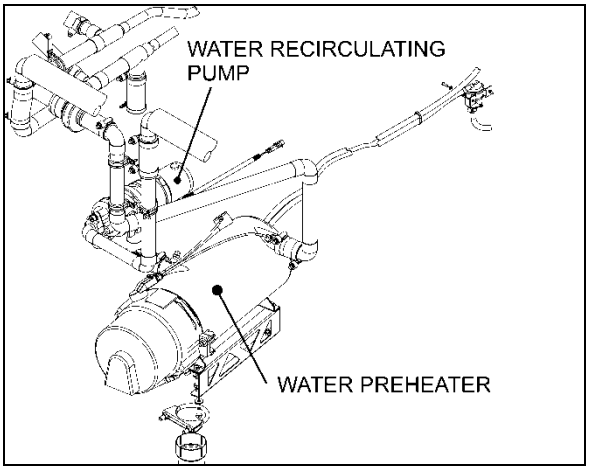

FIGURE 64: PUMP LOCATION – X3 SERIES (CENTRAL A/C) 22331
- X3 Series - coolant preheater compartment (Figure 64)